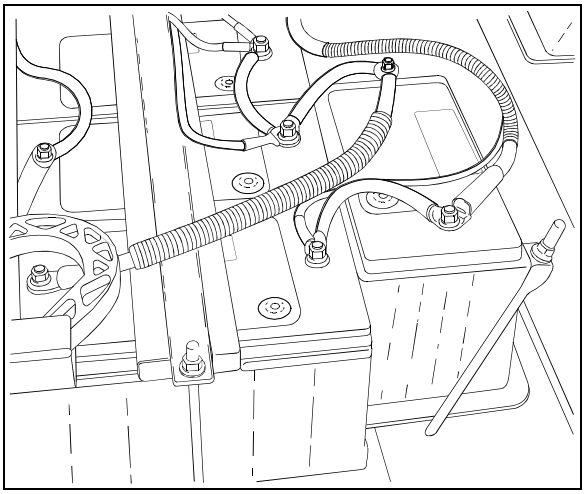

FIGURE 12: BATTERIES 06343
The vehicle is provided with four (4) maintenance-free 12 volt heavy-duty batteries connected in series-parallel (Fig. 12). The top-mounted negative and positive terminals are tightly sealed to prevent leaks. Water never needs to be added to this type of battery. There are no filler caps in the cover. The battery is sealed, except for small vent holes in the cover. The vents must not be restricted as they allow small amounts of gases produced in the battery to escape. The special chemical composition inside the battery reduces gassing to a very small amount at normal charging voltages. Besides reducing gassing, the special chemistry greatly reduces the possibility of overcharge damage.